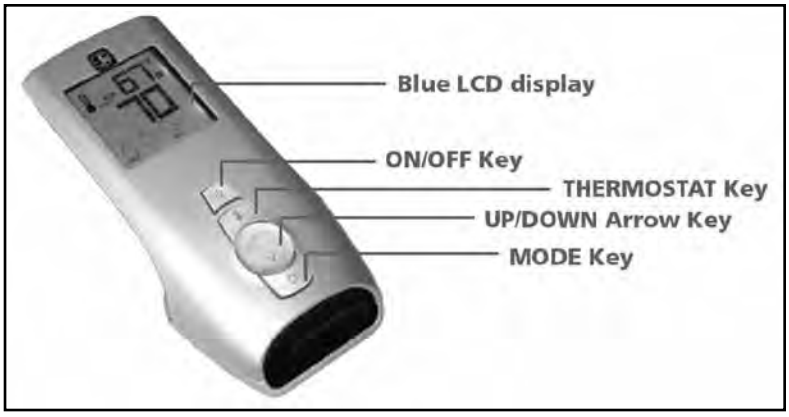
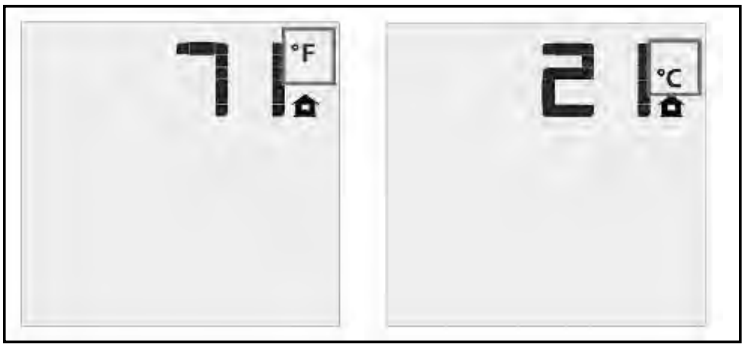

Figure 56: Proflame Transmitter.
Figure 61: Remote Control Display in Fahrenheit and Celsius.
The Proflame Transmitter uses a streamline design with a simple button layout and informative LCD display (Figure 56). The Transmitter is powered by three (3) AAA type batteries. A Mode Key is provided to Index between the features and a Thermostat Key is used to turn on/off or index through Thermostat functions (Figure 56 & 57).
With the system in the "OFF" position, press the Thermostat Key and the Mode Key at the same time. Look at the LCD screen on the transmitter to verify that a °C or °F is visible to the right of the Room Temperature display (see Figure 61).
The Remote Control can operate as a room thermostat. The thermostat can be set to a desired temperature to control the comfort level in a room. To activate this function, press the Thermostat Key (see Figure 56). The LCD display on the Transmitter will change to show that the room thermostat is "ON" and the set temperature is now displayed (see Figure 61). To adjust the set temperature, press the Up or Down Arrow Keys until the desired set temperature is displayed on the LCD screen of the Transmitter.